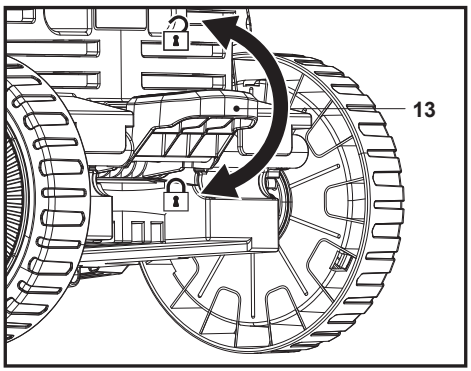

Fig. 18
Pulse el botón de bloqueo (13) para bloquear las dos ruedas traseras (8) y levante el botón de bloqueo (13) para desbloquear las dos ruedas traseras (8) (Fig. 18).